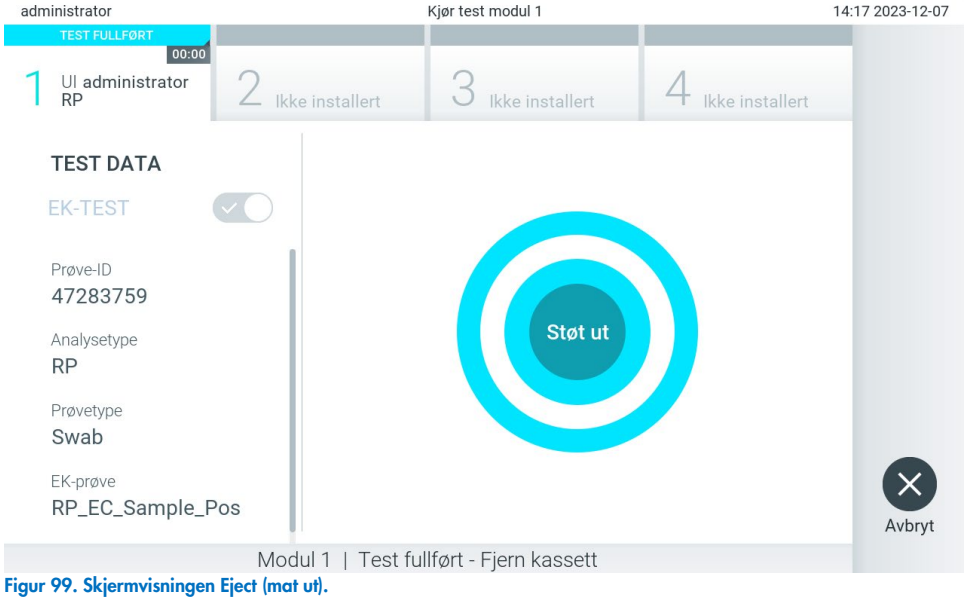

Figur 99. Skjermvisningen Eject (mat ut).
11. Når testkjøringen er fullført, vises skjermbildet Eject (mat ut) (figur 99). Trykk Eject (mat ut) på berøringsskjermen for å mate ut analysekassetten til QIAstat-Dx - Kast den deretter som biologisk farlig avfall i samsvar med alle nasjonale, regionale og lokale lover og helse- og sikkerhetsforskrifter.